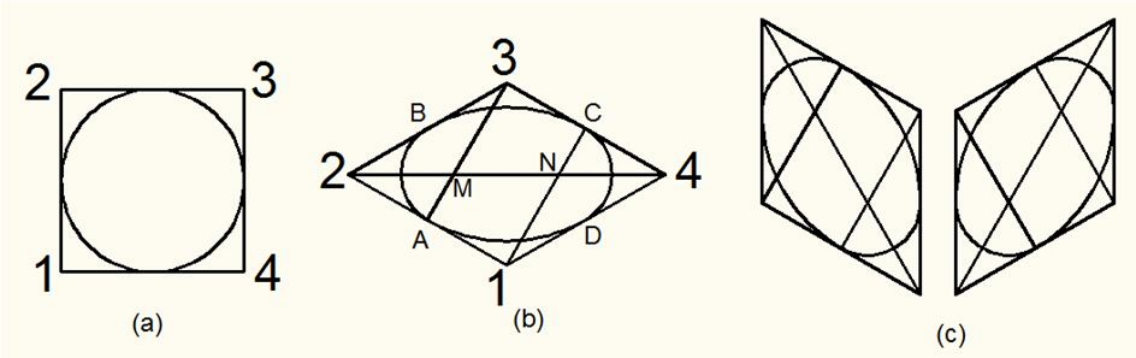

Fig. 7.27 Isometric Drawing of Circular Plane
- ✓ **Step 1:** Draw the given pentagon abcde and enclose it by a rectangle 1234 as shown in Fig. 7.27 (a).
- ✓ **Step 4**: Join A, B, C, D, E sequentially; Now ABCDE is the required isometric view in vertical plane as shown in fig. 7.27 (b). Similarly the fig. 7.27 (c) can be obtained for horizontal plane.